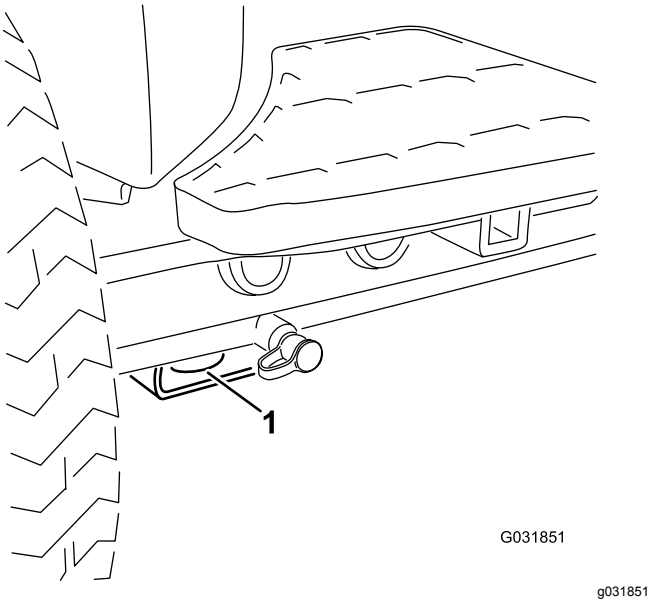
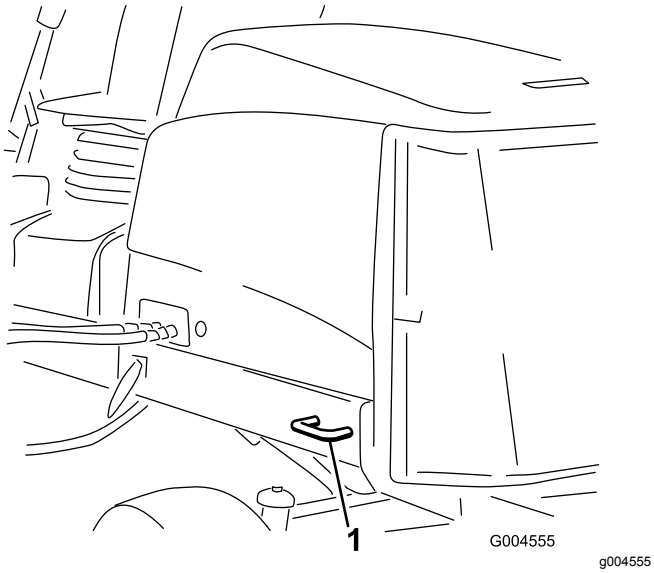

Figuur 69
Figuur 70
- Maak de machine stevig vast. Zowel de voorste als de achterste spanband moet naar beneden en naar de buitenkant van de machine lopen; zie Figuur 69 en Figuur 70.
- Voor – de opening in het rechthoekige blok, onder de asbuis, aan de binnenzijde van beide voorwielen (Figuur 69)
– Achter – Beide zijden van het achterframe van de machine (Figuur 70)